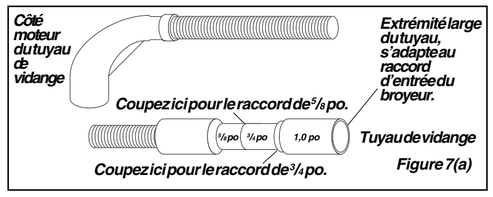

Figure 7(a)
4. **Si vous prévoyez de brancher le lave-vaisselle à un broyeur**, l'extrémité large du tuyau de vidange s'adapte au broyeur. **Figure 7(a)**. ***Enlevez l'opercule arrachable de l'intérieur de l'entrée du broyeur avant le raccordement au tuyau de vidange.*** **Voir figure 7(b).**